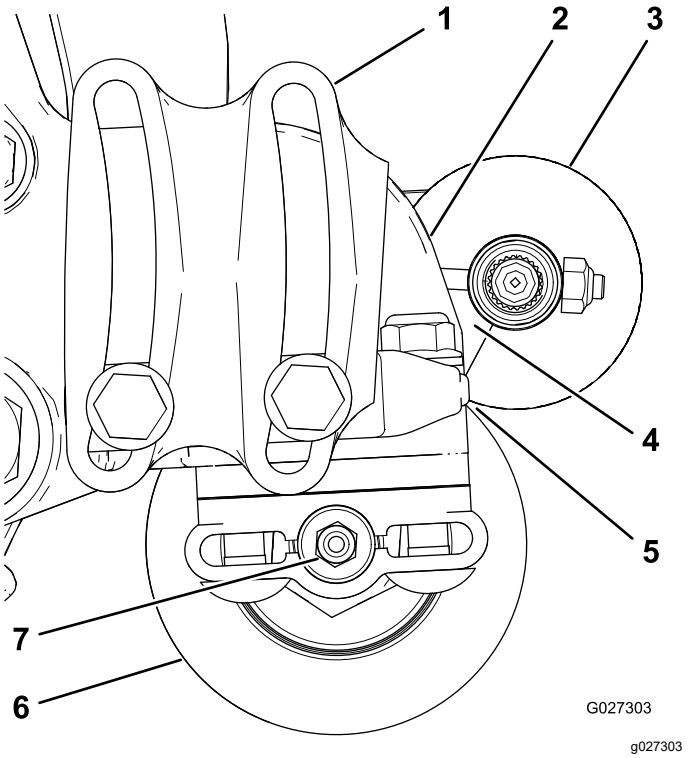

図 14
2. ローラブラシが後ローラにわずかに触れるまたは乗るように、ローラブラシの位置を決める図 14。